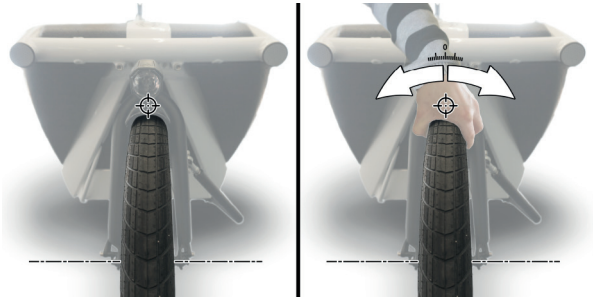

Afbeelding 37: Speling in de naafas controleren
- Controleer de speling op de naafas (zie afbeelding 37). Naaflagers kunnen door slijtage speling ontwikkelen. Te veel speling op de naaf kan het remvermogen beïnvloeden, kan andere mechanische problemen veroorzaken en kan het rijgedrag van de fiets beïnvloeden. Neem contact op met uw Urban Arrow-dealer als u merkt dat er speling zit in de naafas.